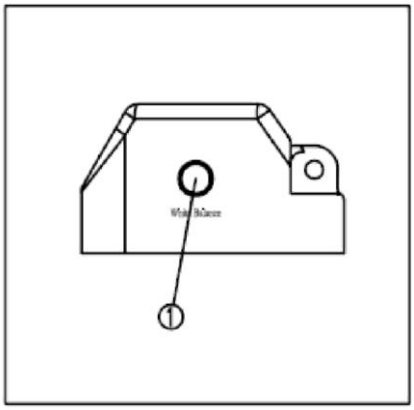

Рис.9.
Переключатель баланса белого (1) используется для подстройки цветов изображения. Пользователи могут подстраивать его под свои требования или под истинные цвета образца. (см. Рис. 9)